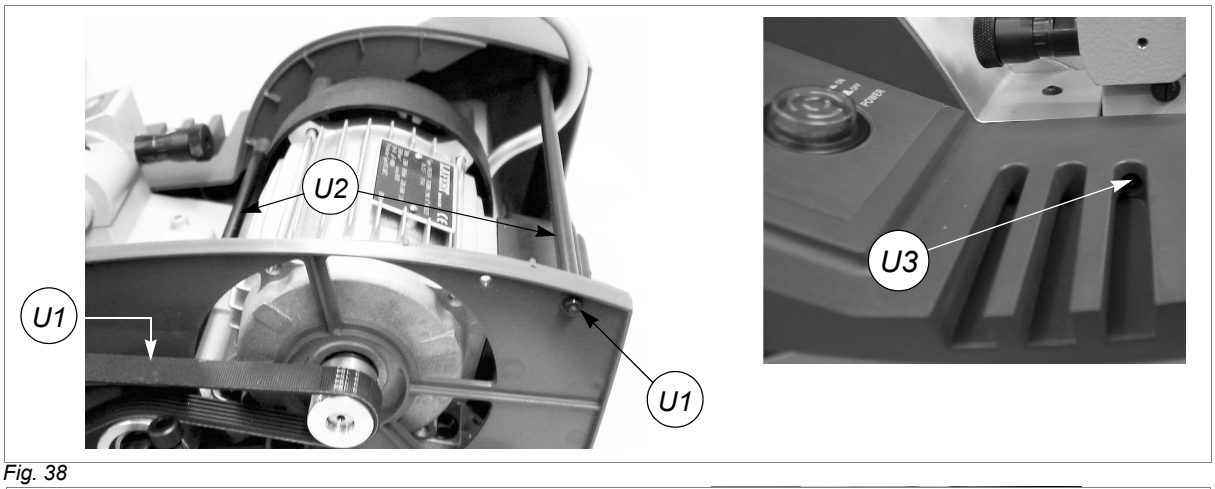

Fig. 38
7) Loosen the stay bolts (U2) (fig.38) and remove.
8) Loosen the screw (U3) on the left-hand cover (fig.38).